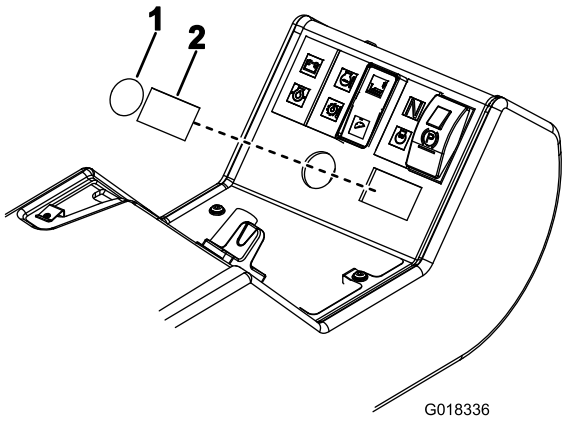

Figure 17
8. Sur le panneau de commande, retirez le cache rond et le cache rectangulaire à côté (Figure 17).